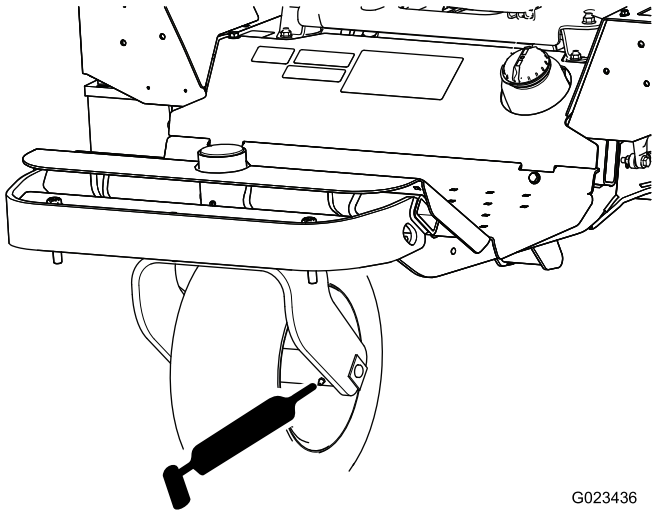

Figur 34
- Forreste hjulleje (1) – Figur 34